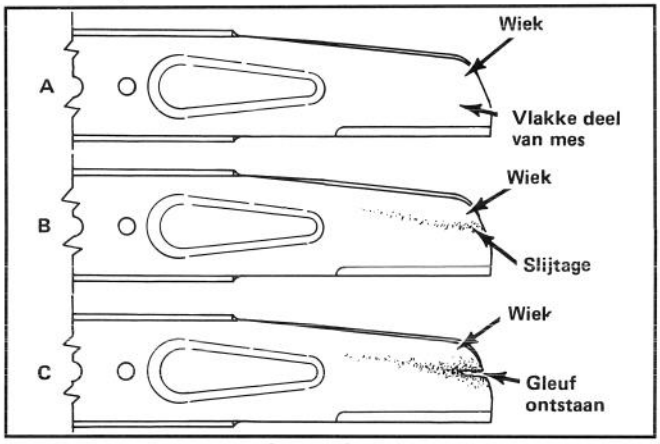

Afbeelding 22
5. VERWIJDEREN VAN HET MES—Pak het mesuiteinde met een doek of dikke gewatteerde handschoen. Verwijder messchroef, ring, afdekkop en mes (Afb. 22 & 24).